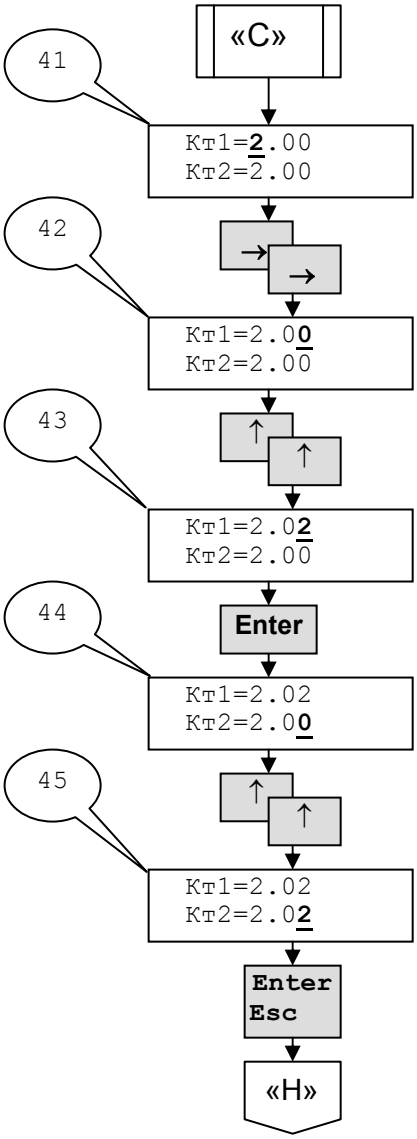

Рисунок 5 – Корректировка коэффициента чувствительности
4.5.5.1 Раздел **Корректировка коэффициента чувствительности.** (смотри рисунок 5) **инд 4.** Выбор режима осуществляется клавишей **Enter,** вход в **инд 41**.